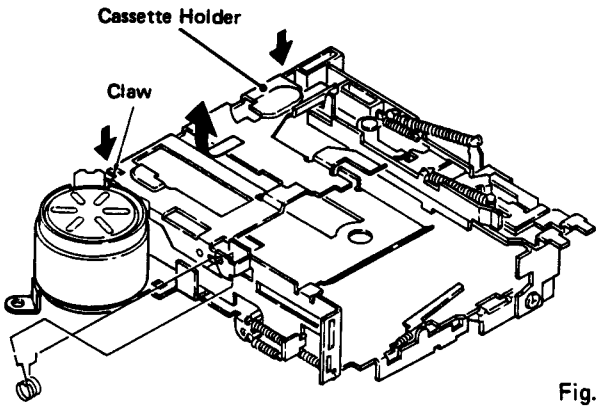

Fig. 1
- **Dismounting the Cassette Holder (Fig. 1)**
(1) Make the claw straight.
(2) Remove the spring.
(3) The cassette holder is gripped at 2 points, shown by arrows. So, shift it toward the left and pull it out from above.